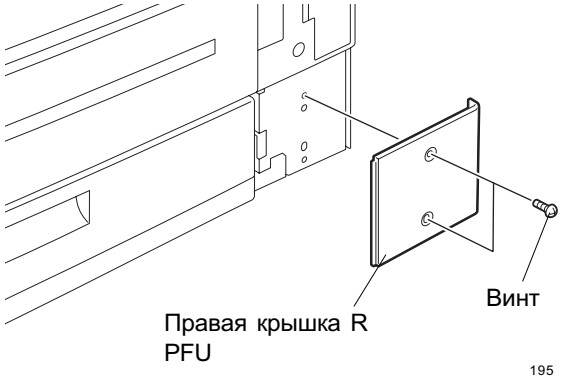

Fig. 6-3
1. Снимите правую крышку R PFU (см. Fig. 6-3)